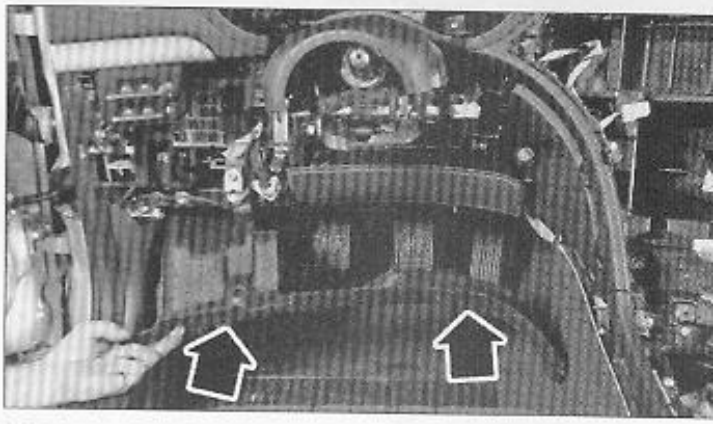

FIG. 25
• Déposer la garniture sous la planche de bord, au dessus du pédalier simplement maintenue par 2 écrous plastiques **(Fig.25)**.